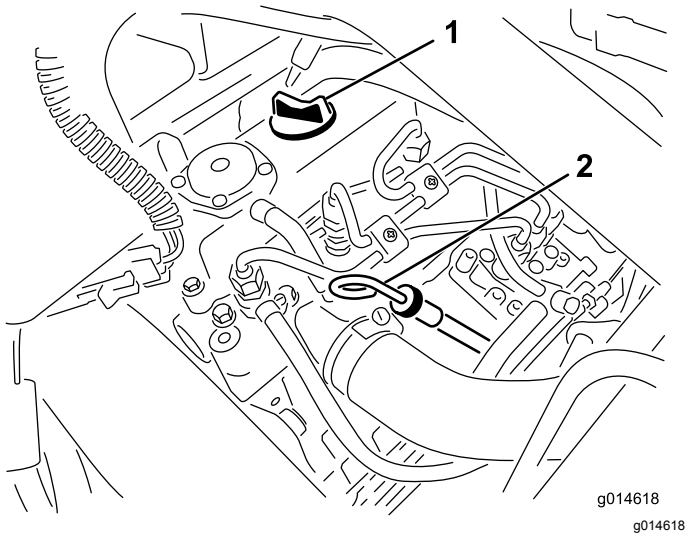

**Figuur 23**
2. Verwijder de peilstok en veeg deze af met een schone doek (Figuur 23).